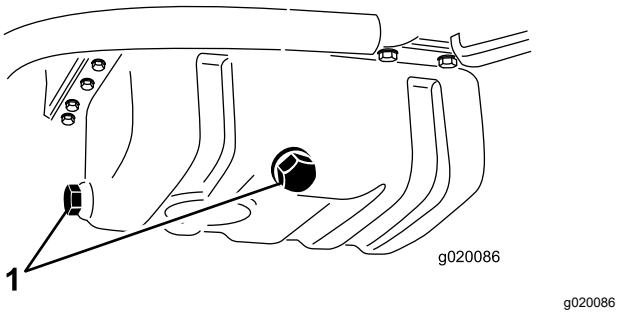

Figuur 55
1. Verwijder een aftapplug (Figuur 55) en laat de olie in een opvangbak lopen. Als er geen olie meer naar buiten stroomt, plaatst u de aftapplug terug.